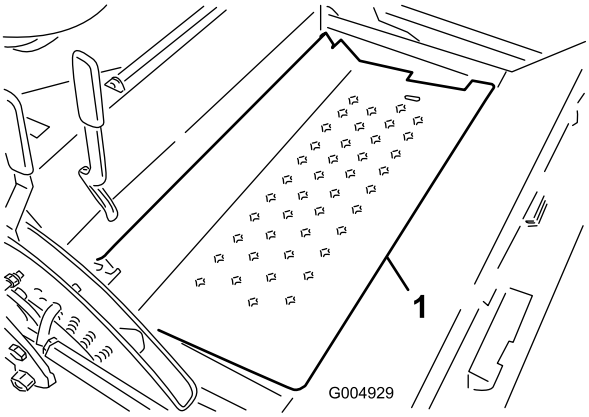

**Rysunek 98**
13. Odchyl płytę podłogową (Rysunek 98) i podeprzyj za pomocą podpórki.